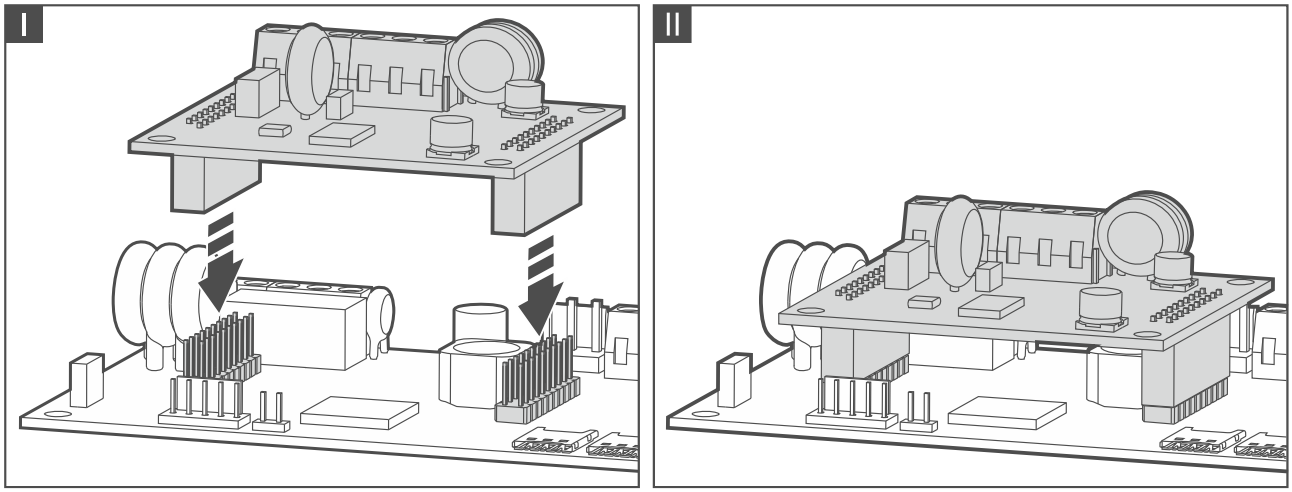

Abb. 21. Befestigung des Moduls GSM-X-PSTN auf der Elektronikplatine des Moduls GSM-X LTE.
3. Montieren Sie das Modul GSM-X-PSTN in den Anschlüssen auf der Elektronikplatine des Moduls GSM-X LTE (Abb. 21).